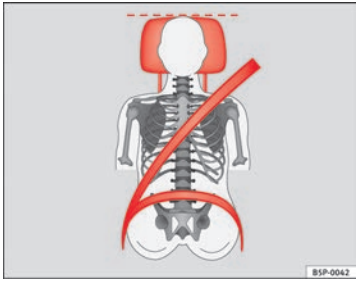
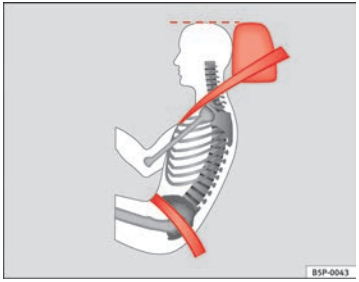

Fig. 65 Visto de frente: apoyacabezas y cinturón ajustados correctamente
Fig. 66 Visto de lado: apoyacabezas y cinturón ajustados correctamente
– Ajuste el apoyacabezas de modo que el borde superior del mismo quede a la misma altura que la parte superior de la cabeza, como mínimo a la altura de los ojos ⇒ fig. 65 y ⇒ fig. 66.